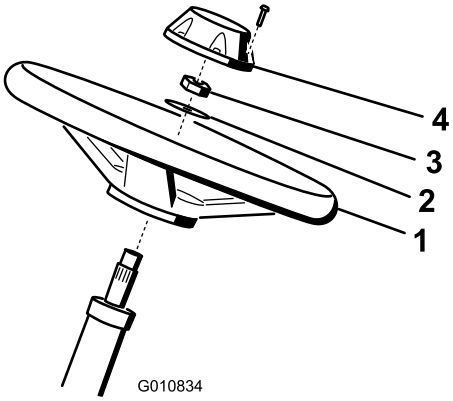

Figur 4
1. Sæt rattet på ratstammen (Figur 4).
2. Sæt spændeskiven på ratstammen (Figur 4).
3. Fastgør rattet til akslen med en låsemøtrik, og spænd den til 27-35 N·m (Figur 4).
4. Sæt hætten på rattet, og fastgør den med 6 bolte (Figur 4).